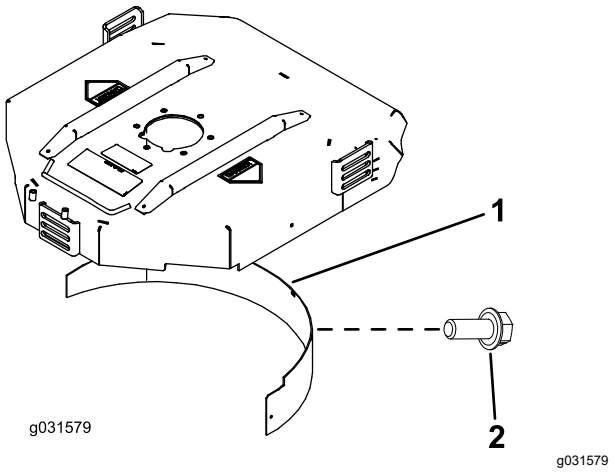

Figura 21
2. Montate il deflettore per mulching nell'apertura posteriore e fissatelo con 5 bulloni a testa flangiata (Figura 21).